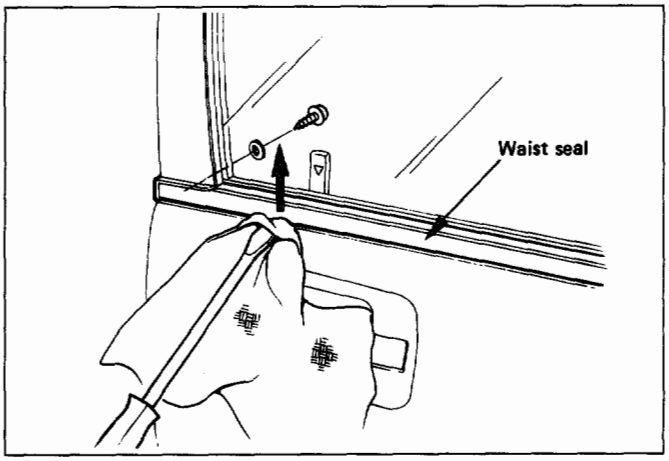

Fig. 10-86
- Remove the fixing screw and pull out the waist seal from the door frame while prying it up. (Fig. 10-86)